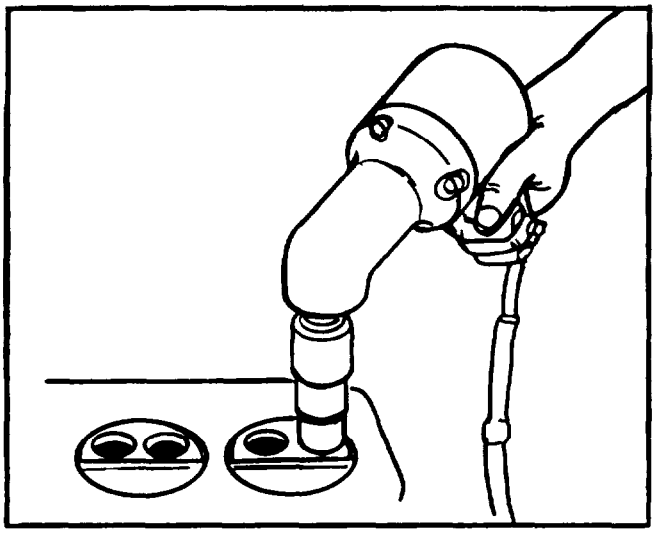

Figure 5-25. Refacing Valve Seat
a. If valve seats are not worn too badly they may be refaced, using an electric tool with seat grinding attachment as shown in figure 5-25.